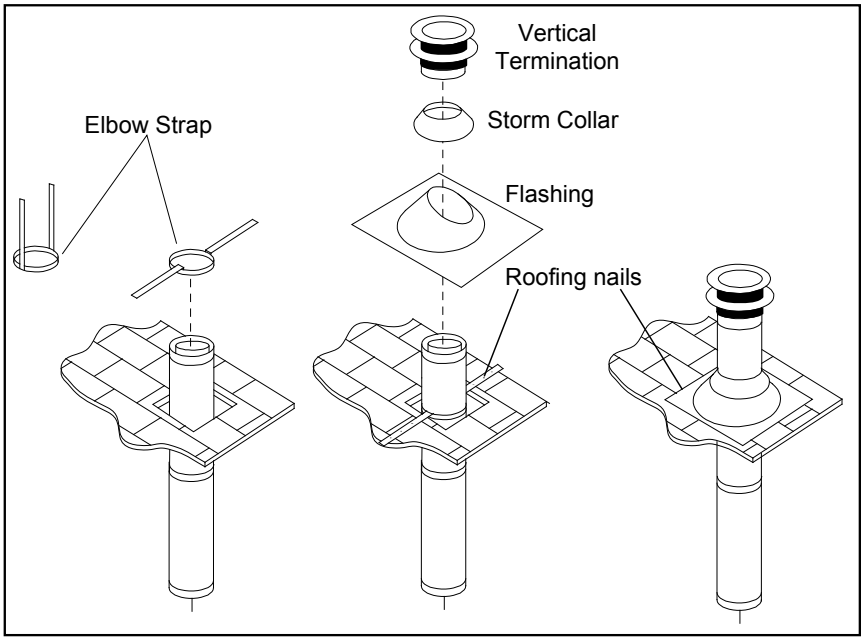

Figure 26. Vertical Vent Termination
STEP 6. Once the pipe sections have been joined, and run up through the hole in the roof, slip an elbow strap over the exposed sections, bend the support straps outwards, and push the elbow strap down to the roof level, as shown in Figure 26. Tighten the clamp around the pipe section. Use a level to make sure the pipe is truly vertical. With roofing nails, secure the support straps to the roof. Seal the nails holes heads with non-hardening mastic. Trim the excess length of the support straps that extend out beyond the edge of the flashing.
STEP 8. Continue to add pipe sections until the height of the vent cap meets the minimum code requirements. Refer to Figure 26 and Table 3. Note that for steep roof pitches, the vent height must be increased. In high wind conditions, nearby trees, adjoining roof lines, steep pitched roofs, and other similar factors can result in poor draft, or down drafting. In these cases, increasing the vent height may solve the problem.
STEP 9. Slip the storm collar over the pipe, and push it down to the top of the roof flashing as shown in Figure 26. Use the non-hardening sealant around the joint between the pipe and the storm collar.